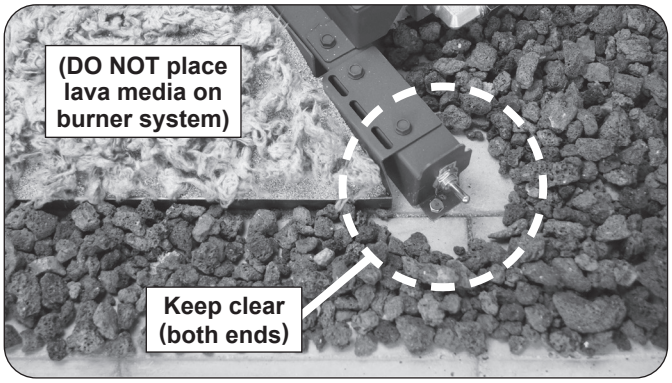

Fig. 15-2 Lava media placement detail
- **DO NOT place any lava media on the burner system, behind it, or under a knob/igniter/ switch if one exists (at the ends of the burner). See Fig. 15-2.**